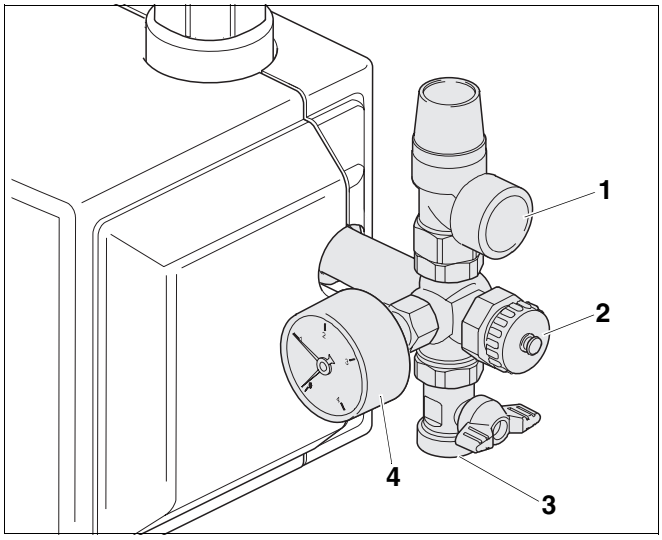

Abb. 5 Anschluss Sicherheits-Set
– Anschluss für Ausblaseleitung (Abb. 5, **Pos. 1** bauseitig montieren)
– Anschluss für Membranausdehnungsgefäß (MAG) (Abb. 5, **Pos. 2**)
– Anschluss zur Befüllung (Abb. 5, **Pos. 3**) des sekundären Heizkreislaufes